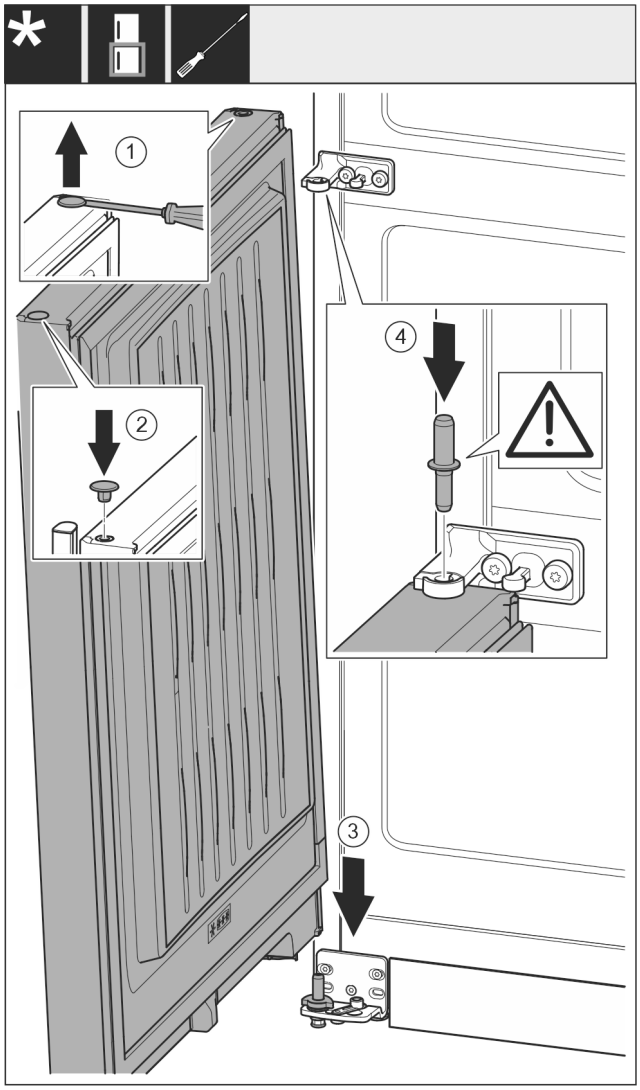

Fig. 56
▶ Zátku *Fig. 56 (1)* opatrně nadzvedněte plochým šroubovákem a vytáhněte.
▶ Zátku *Fig. 56 (2)* opět vložte na druhé straně dveří.
▶ Dveře *Fig. 56 (3)* nasaďte shora na dolní ložiskový čep.
▶ Prostřední ložiskový čep *Fig. 56 (4)* vložte do dolních dveří přes prostřední stojan ložiska. Přitom dávejte pozor, aby zajišťovací vačka směřovala dozadu.